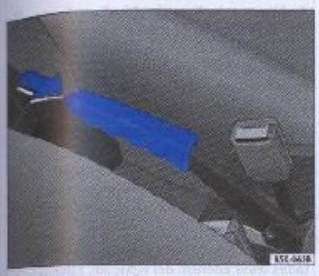

Fig. 100 Palanca del freno de mano (accionado) entre los asientos delanteros
– Tire de la palanca firmemente ⇒ fig. 100.
– Levante ligeramente la palanca, presione el botón de bloqueo ⇒ fig. 100 -flecha- y baje la palanca hasta el tope ⇒ ⚠.